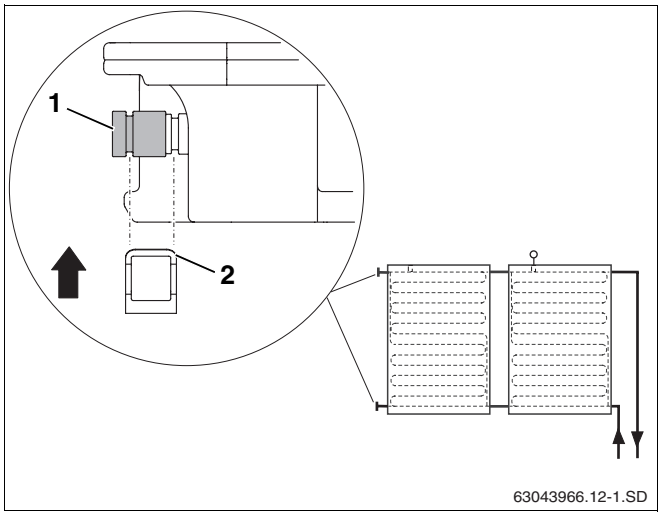

Abb. 39 Verschlusskappe mit Klammer sichern
- Verschlusskappe mit den O-Ringen (Abb. 39, **Pos. 1**) auf den Kollektoranschluss schieben.
- Klammer (Abb. 39, **Pos. 2**) zur Sicherung des Anschlusses über Verschlusskappe und Kollektoranschluss schieben.